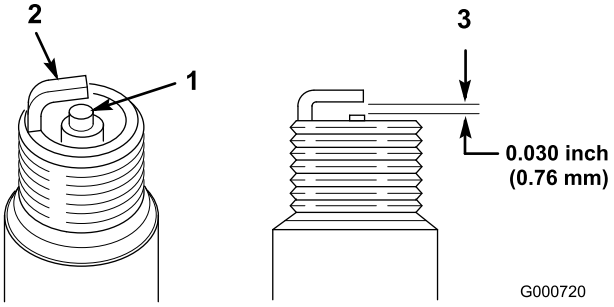

Figur 30
1. Se på midten af tændrøret (Figur 30). Hvis der kan ses en lys brun eller grå farve på isolatoren, fungerer motoren korrekt. En sort belægning
2. Kontroller gnistgabet mellem midter- og sideelektroden (Figur 30).
3. Bøj sideelektroden (Figur 30), hvis gabet ikke er korrekt.